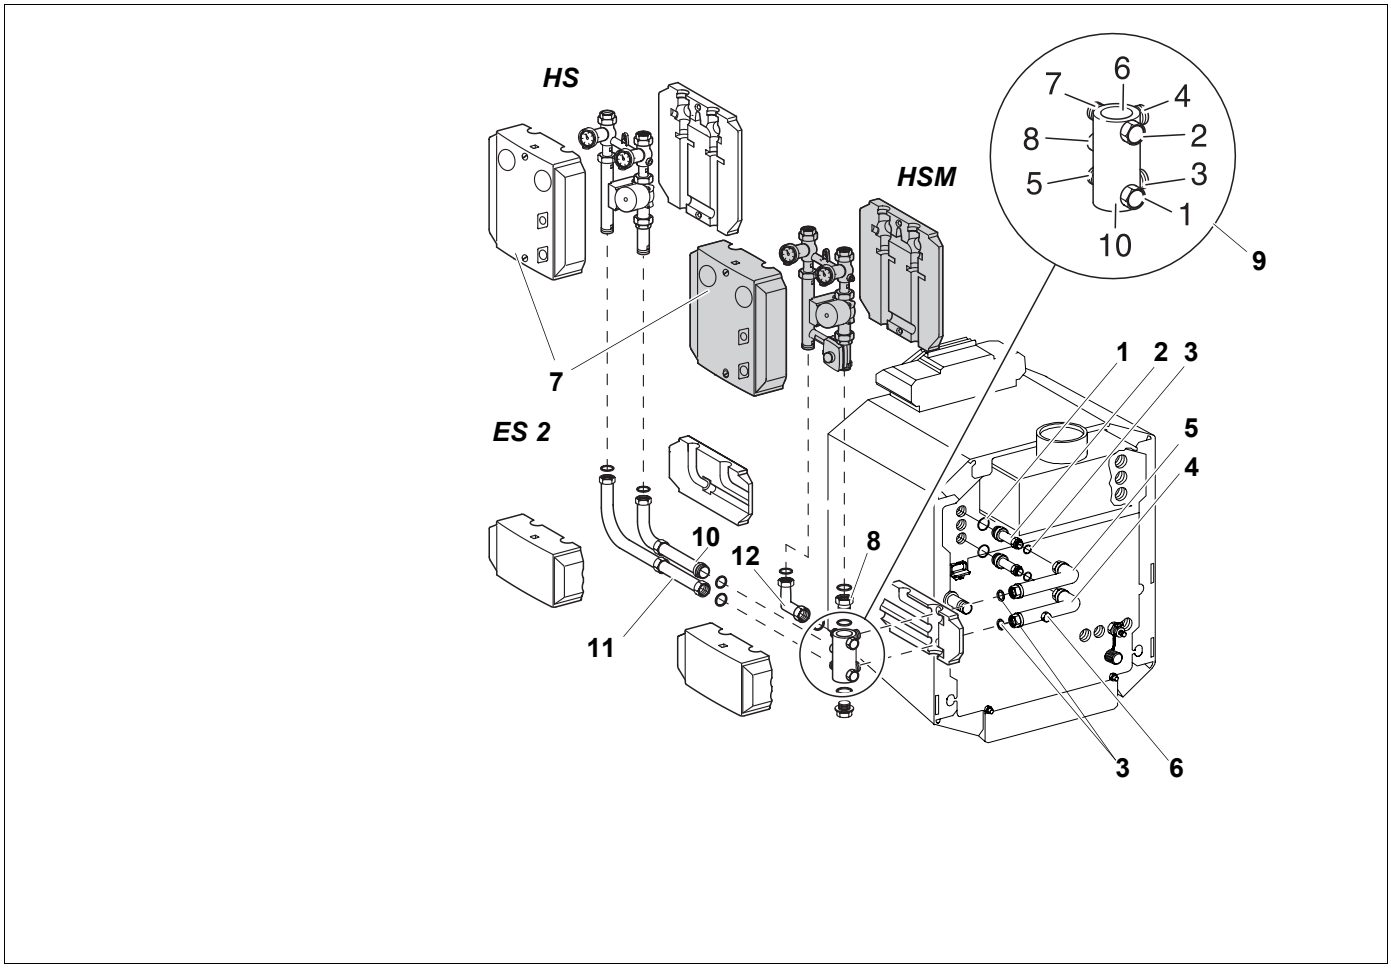

Рис. 11 Боковое подключение, правое параллельное исполнение
Экспликация к рис. 11
Нумерация подключений на установленном многофункциональном коллекторе должна обязательно совпадать с нумерацией на рис. 11, иначе не совместятся друг с другом штуцеры подающей и обратной линий со стороны котла и со стороны отопительного контура!
- Установить уплотнения (3) в переходник (8) и в уголок (12).
- Установить комплект подключения отопительного контура со смесителем (HSM) или без смесителя (HS) в соответствии с рис. 11.